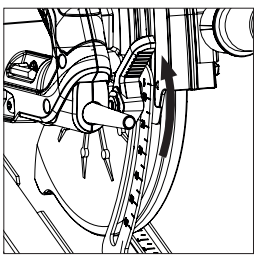

Рис. 10
- Потяните рычаг регулирования вверх и снимите блокировку устройства регулировки глубины пропила. **(Рис. 10)** (Рисунок представлен для модели CCSL Все прочие модели аналогичны).